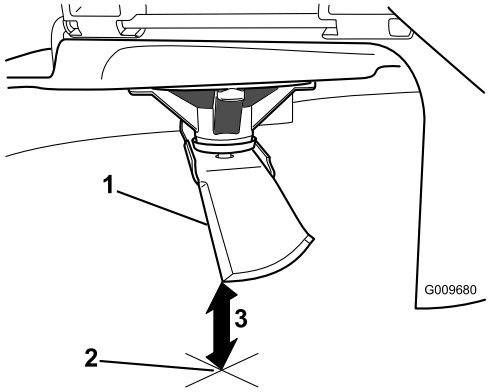

Figur 52
5. Mål fra spidsen af skærekniven til den plane overflade (Figur 52).